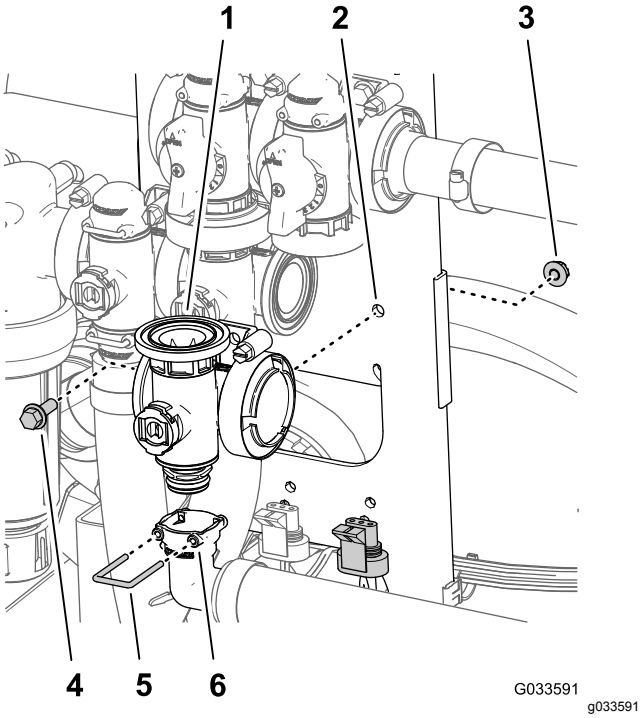

**Figur 118**
2. Fjern holderen som fester 90 graders uttaksnippelen til manifoldkoblingen for hovedbomventilen (Figur 118).
3. Fjern flenshodebolten (¼ x ¾ tomme) og flenslåsemutteren (¼ tomme) som fester hovedbomventilen til ventilfestet, og fjern ventilmanifolden fra maskinen (Figur 118).